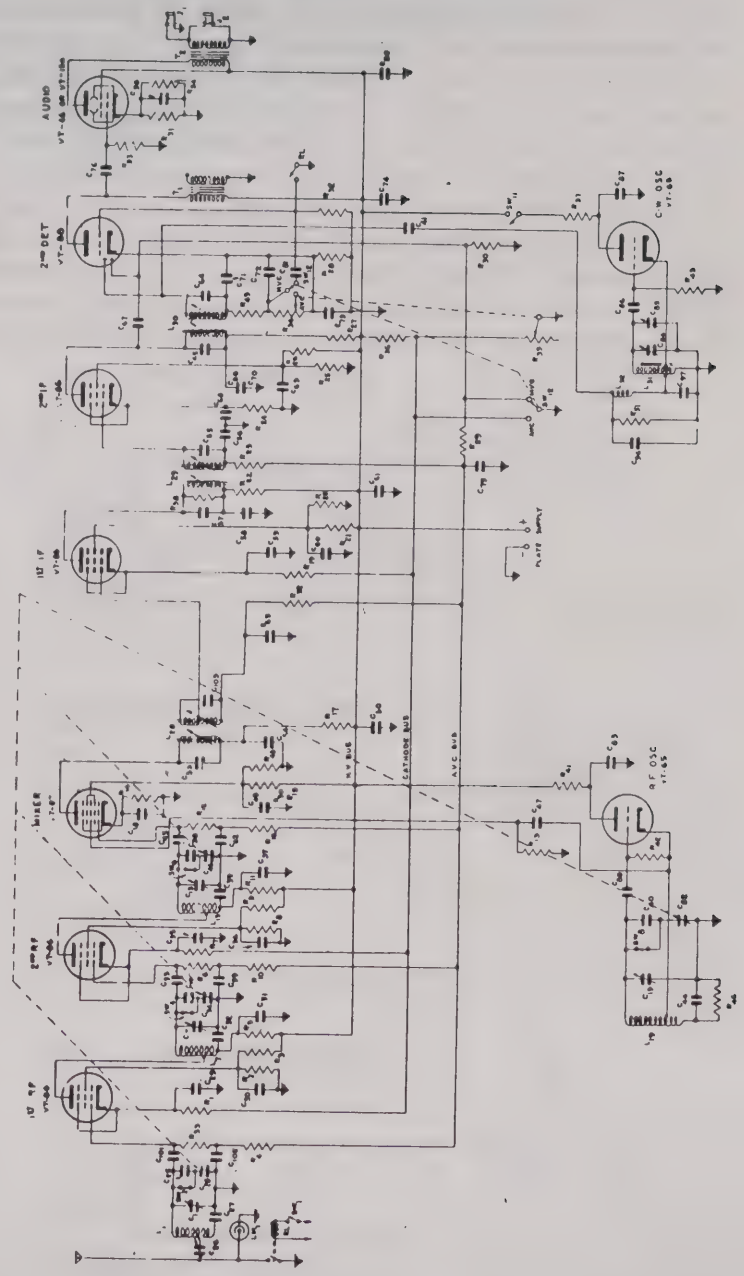
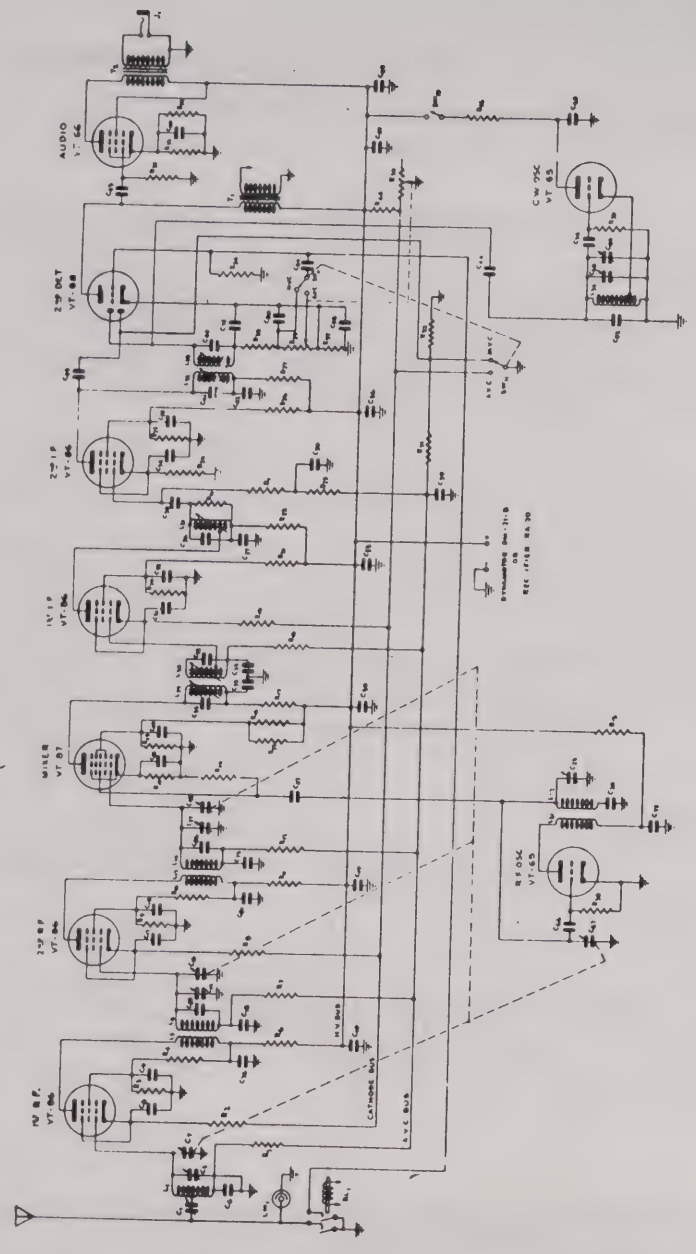
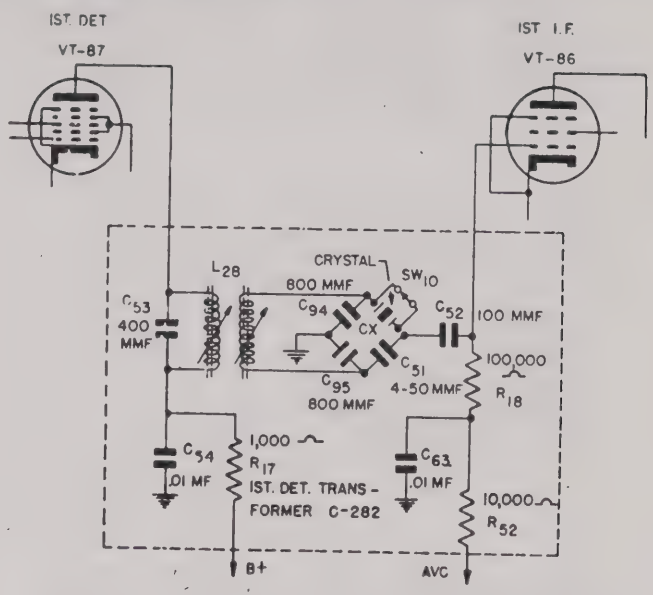

Figure 6.—Functional circuit diagram of BC-312-(*), BC-312-(*)X, and BC-342-(*), MVC operation. For crystal filter diagram see figure 10.
Figure 7.—Functional circuit diagram of BC-314-(*) and BC-344-(*)
Figure 10.—Circuit diagram, crystal filter circuit.
Receivers BC-312-(*), BC-312-(*)X, BC-314-(*), BC-342-(*) and BC-344-(*) are of the multi-band, integral-coil, superheterodyne type. Metal tubes are used throughout, although "GT" type tubes may be used in the first intermediate-frequency amplifier, second intermediate-frequency amplifier and second detector-first audio amplifier stages. Figure 6 shows a functional circuit diagram of Receivers BC-312-(*), BC-312-(*)X and BC-342-(*); figure 7 is a functional circuit diagram of Receivers BC-314-(*) and BC-344-(*) showing the connections set up by the BAND CHANGE switch to receive a signal in one particular frequency band. (The crystal filter circuit used in some models is shown in figure 10.) In these functional diagrams the BAND CHANGE switch and all coils and capacitors not essential to the operation on that band are omitted for the sake of clarity. These receivers employ two stages of pentode radio-frequency amplification, a first detector (pentagrid mixer) stage, and a separate triode radio-frequency oscillator (H.F.O.); they also employ two stages of pentode intermediate-frequency amplification; a duplex diode-triode second detector, AVC rectifier, first stage of audio frequency; a separate stage of pentode audio-frequency. A separate triode oscillator (B.F.O.) is provided to produce a beat note for continuous-wave reception.
16. Antenna Circuit (figs. 6, 7, and 8).—
17. Radio-Frequency Circuits (figs. 6 and 7).—
18. Radio-Frequency Oscillator (figs. 6 and 7).—
19. Crystal Filter (fig. 10).—
20. Intermediate-frequency Amplifier (figs. 6 and 7).—
21. Second Detector and Audio Amplifier (figs. 6, 7, and 11).—
a. High-frequency Group (fig. 6).—
b. Low-frequency Group (fig. 7).—
a. Manual Volume Control Action (figs. 6, 7 and 11).—
b. Automatic Volume Control Action (figs. 6, 7 and 11).—